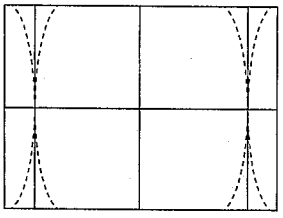

Abb. E6
- Mit den Pfeiltasten " ◀ " und " ▶ " die vertikalen Linien im Randbereich auf geringste Verzerrung einstellen (siehe Abb. E6).